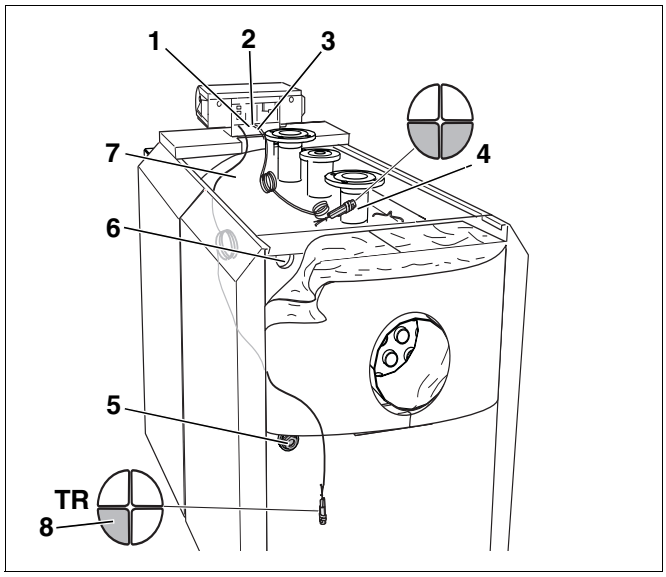

Rys. 30 Montaż pakietu czujników temperatury na SE635
- Czujnik sterownika Logamatic oraz czujnik z rurką kapilarną ogranicznika temperatury maksymalnej (rys. 30, **poz. 3**) osadzić wraz z 2 zaślepkami w kształcie ćwierćwałka w punkcie pomiarowym znajdującym się na zasilaniu kotła grzewczego (rys. 30, **poz. 4**).
- Czujnik regulatora temperatury (rys. 30, **poz. 8**) poprowadzić z boku płaszcza wodnego obok ścianki tylnej do punktu pomiarowego (rys. 30, **poz. 5**). W tym celu należy użyć 3 zaślepek w kształcie ćwierćwałka. Czujnik regulatora temperatury posiada oznaczenie "TR".
- Niepotrzebny odcinek kabli, rurek kapilarnych i przewodu czujnika zwinąć razem i ułożyć na izolacji termicznej korpusu kotła (rys. 30, **poz. 7**).
- Poprowadzić kabel palnika przez przelotkę w przedniej pokrywie kotła (rys. 30, **poz. 2**).
- Czujnik z rurką kapilarną ogranicznika temperatury maksymalnej (rys. 30, **poz. 1**), czujnik temperatury podłączony do sterownika oraz czujnik modułu dodatkowego ZM 427 osadzić wraz z jedną zaślepką w kształcie ćwierćwałka w punkcie pomiarowym znajdującym się na zasilaniu z kotła grzewczego (rys. 30, **poz. 4**).
- Czujnik regulatora temperatury (rys. 30, **poz. 8**) wprowadzić do punktu pomiarowego na tylnej ściance kotła (rys. 30, **poz. 5**).